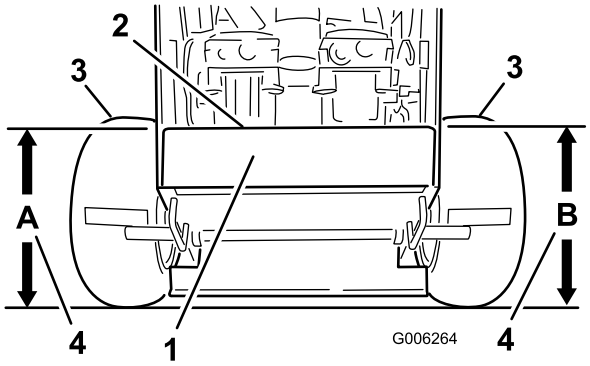

Figura 68
4. Mida la altura de la carcasa del motor en la posición **A** (Figura 68).
5. Mida la altura de la carcasa del motor en la posición **B** (Figura 68).